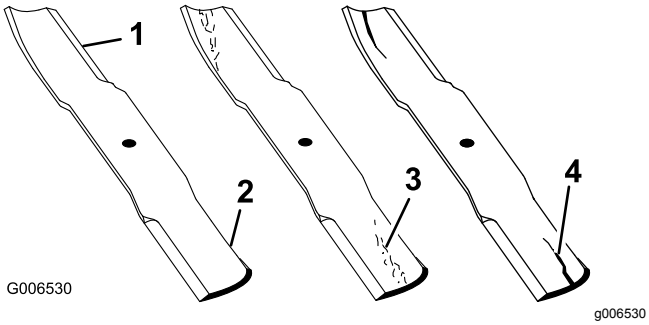

Figur 89
1. Undersøk kniveggene (Figur 89).
4. Hvis du finner sprekker, slitasje eller ser at det begynner å dannes spor i denne delen av kniven, må den skiftes ut øyeblikkelig (Figur 89).